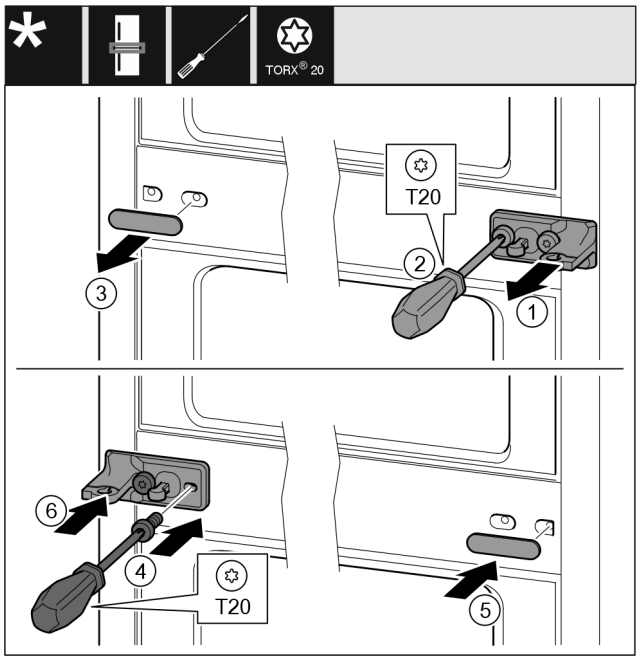

Fig. 43
▶ Remove the washer *Fig. 43 (1)*.
▶ Unscrew screws *Fig. 43 (2)* with screwdriver.
▶ Remove the cover *Fig. 43 (3)* carefully.
▶ Turn the bearing block with film *Fig. 43 (4)* by 180° and screw it tight on the other side.
▶ Turn the cover *Fig. 43 (5)* by 180° and attach to the other side.
▶ Slide on the washer *Fig. 43 (6)* from the front.